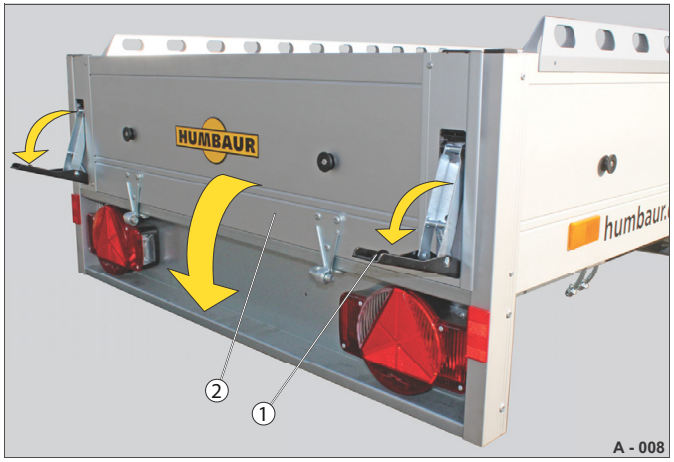

Abb. 11 Otevření bočnice (např. STARTRAILER)
▶ Odjištění uzávěrů (Abb. 11/1).
- Přidržte bočnici (Abb. 11/2) dlaní.